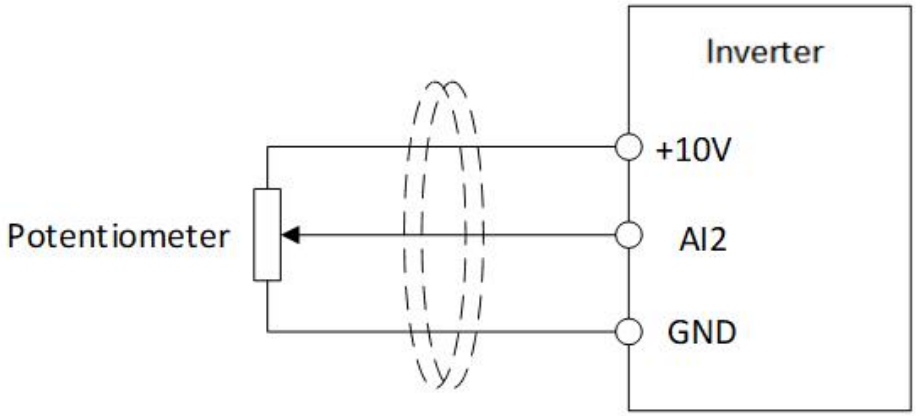

Figure 5-4-1 Voltage type wiring diagram
①Both AI1 and AI2 support 0-10V voltage input, see Figure 5-4-1
②The dotted line in the figure is a magnetic ring, usually ferrite, which can lead the wire through or around the same direction for 2-3 turns
③Because the analog voltage signal is weak and susceptible to interference, it is generally necessary to use a shielded cable, and the wiring distance is as short as possible. Generally, not more than 20m.